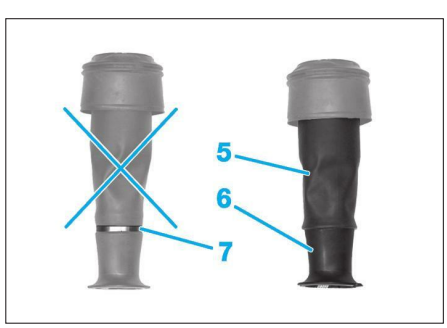

**Fig. 28**
• Enrouler la membrane (5) sur le piston d'enroulement (6) **(Fig.28)**.
• **Boudin pneumatique neuf** : Engager le piston d'enroulement (6) **(Fig.28)** dans la coupelle inférieure.
• **Boudin pneumatique réutilisé :** Tirer sur le piston d'enroulement (6) jusqu'à la mise en contact avec la coupelle inférieure.